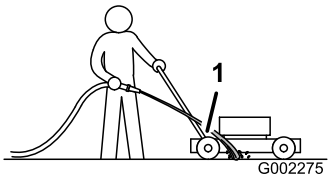

Figura 39
3. Tenete il flessibile da giardino all'altezza della maniglia e indirizzate il getto per terra, davanti alla ruota posteriore **destra** (Figura 39).